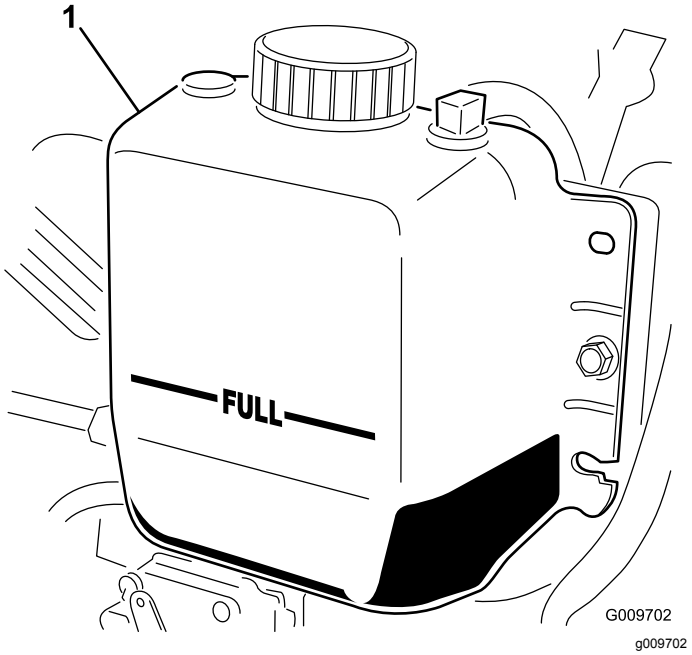

**Figuur 15**
2. Controleer het koelvloeistofpeil in de radiateur. De radiateur moet worden gevuld tot de bovenkant van de vulbuis, en de expansietank tot de vol-markering (Figuur 15).